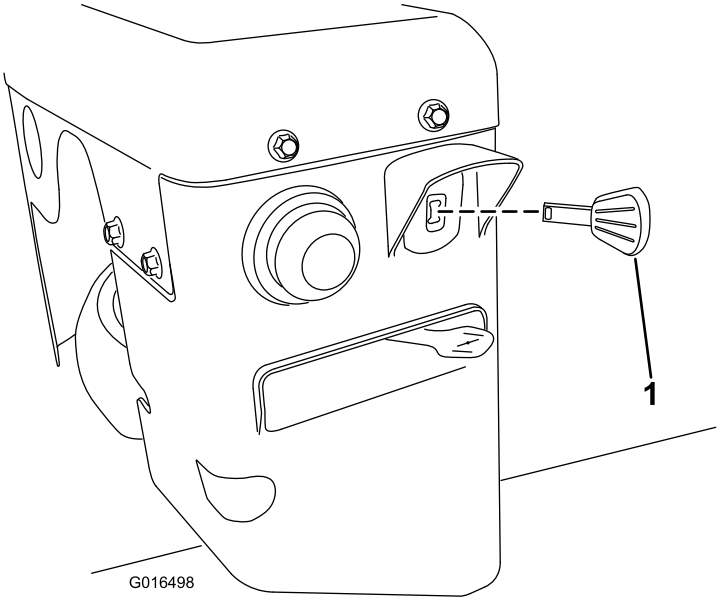

Figur 27
3. Sett tenningsnøkkelen helt inn (Figur 27).